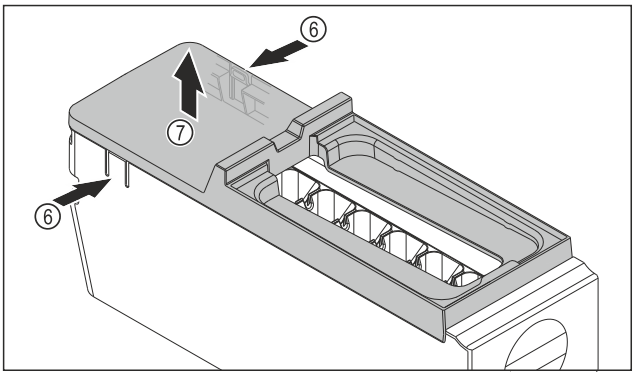

Fig. 145
▶ Scoateți apărătoarea corpului EasyTwist-Ice: Apăsați eclisele *Fig. 145 (6)* de pe ambele părți ale corpului EasyTwist-Ice cu o mână.
▶ Scoateți apărătoarea *Fig. 145 (7)* cu cealaltă mână în sus.